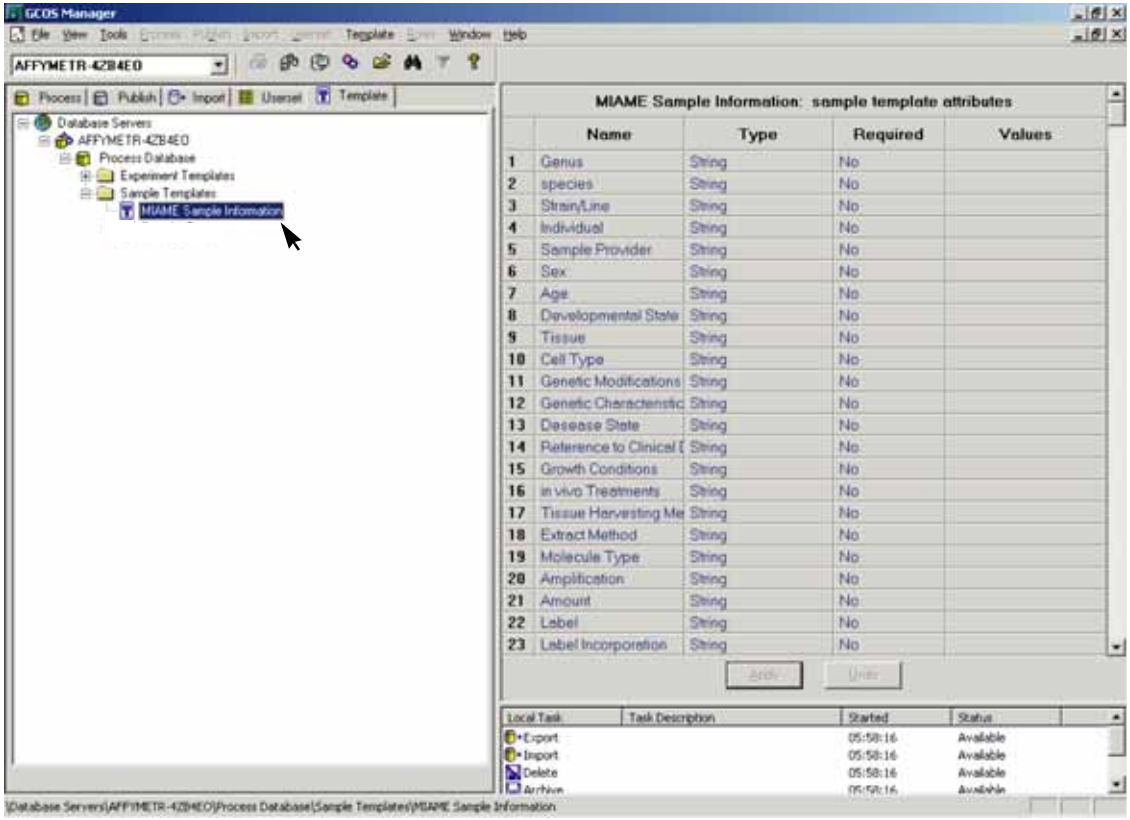

Figure 15.60
1. To view the MIAME Sample Information template, click the **MIAME Sample Information** template in the Sample Templates folder **(Figure 15.60)**.